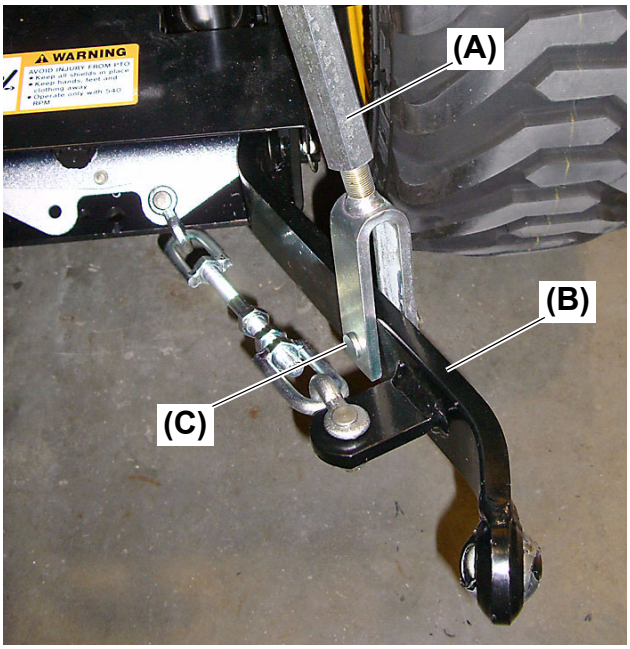
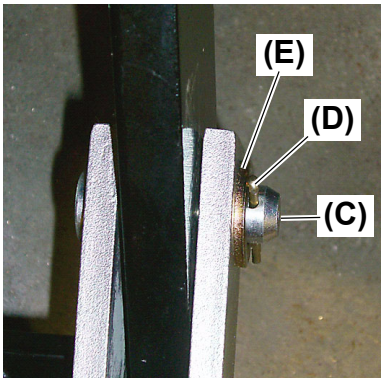

Fig. 1
Fig. 2
1. Remove the lift rod pin **(Fig. 1, 2, (C)**) by removing the washer **(Fig. 2, (E))** and cotter pin **(Fig. 2, (D))**. This will separate the lift rod **(Fig. 1, (A))** from the lower link **(Fig. 1, (B))**.